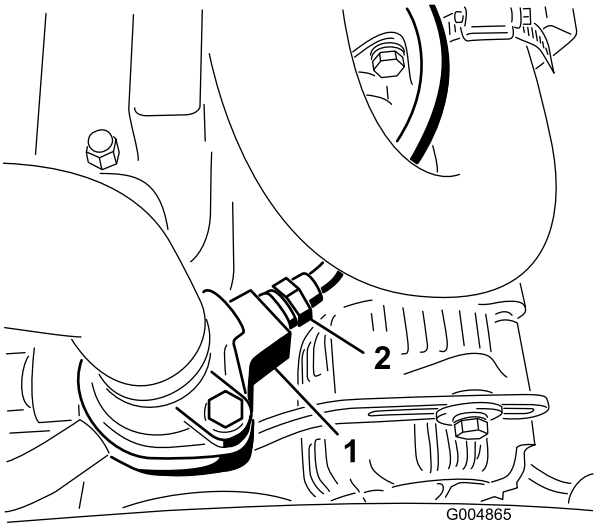

Figur 17
5. Frakobl ledningen, og fjern kontakten fra højre side af motorens termostathus (Figur 17).